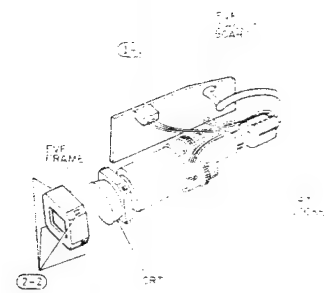

Fig. 2-123
1) Disconnect one (1) connector (CN801) on the EVF circuit Board and CRT socket. (See Fig. 2-123)
(2) CRT
2) Release four (4) tabs of the CRT frame and remove the CRT frame from the CRT. (See Fig. 2-123)